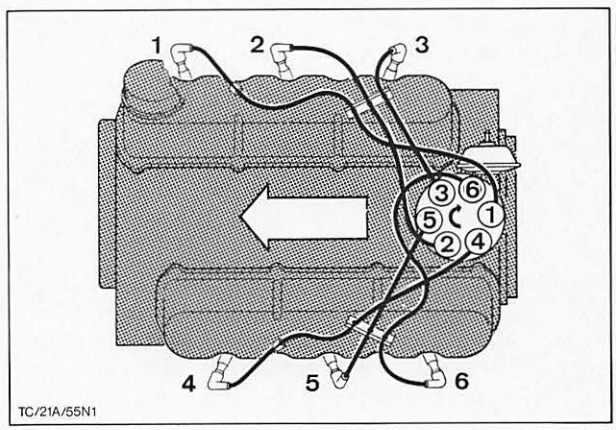

Abb. 235 Zündkabelanordnung (Zündfolge)
3. Zylinderkopfhauben aufsetzen und vorschriftsmäßig anziehen. Zündkabel aufstecken, Abb. 235, und Ansauggeräuschdämpfer montieren.